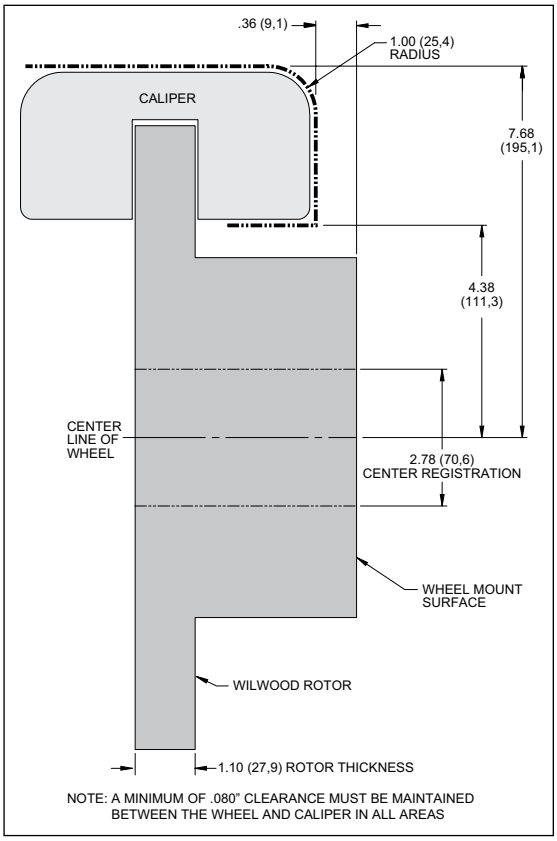

**Figure 3. Wheel Clearance Diagram**
- **Review the Wheel Clearance Diagram (Figure 3, page 4) to verify that there is adequate clearance with the wheels you will be using with the installation.**
- Verify your wheel clearance using Figure 3.